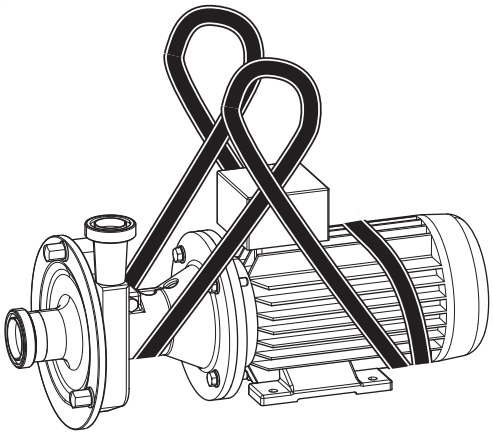

rys. 14 Transport za pomocą dźwigu
1. Okrągłą pętlę dwa razy przełożyć przez tylny koniec silnika. Nie przekładać przez kołpak wentylatora (patrz *rys. 14 Transport za pomocą dźwigu*).